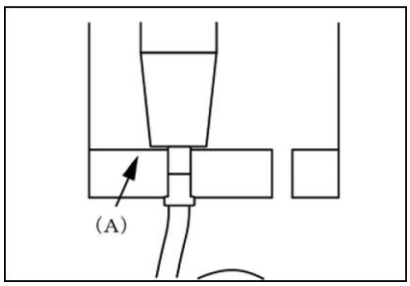

図 1
2. バッグ等を懸垂架に吊るし、回路にある点滴筒のチャンバー底部を「カンガルー フィーディング ポンプ 2100 型」等のチャンバーガイド(A)にセットする(図 1)。